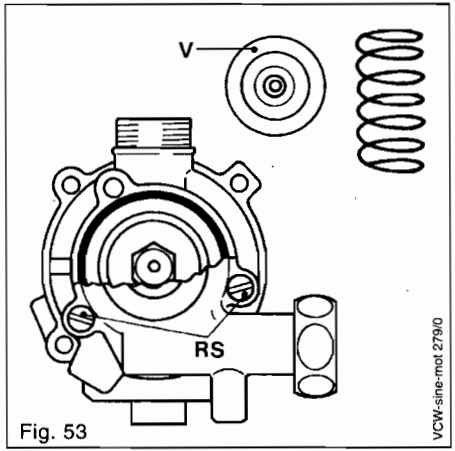

Fig. 53
14.6.3.3 Change of internal parts (Fig. 53)